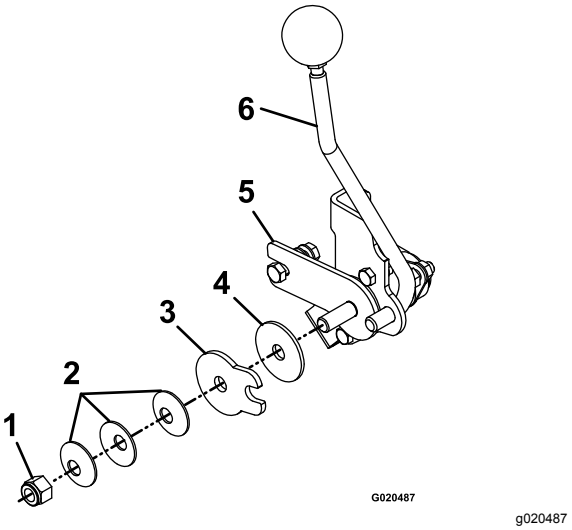

Figura 62
3. Para ajustar a tensão, ajuste a porca da articulação que está localizada no fundo do veio de controlo de movimento na frente da consola direita (Figura 62).